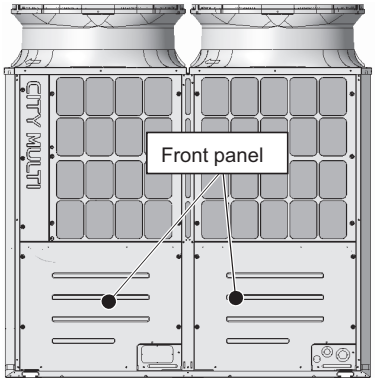

Figure 11
(5) Screw down the front panel. (See Figure 11.)